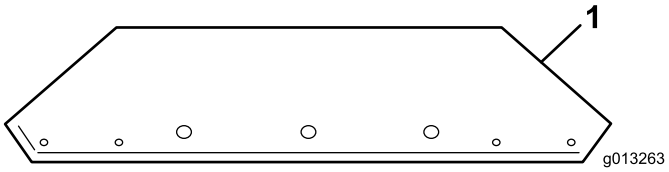
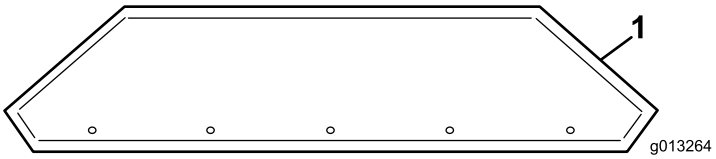

Figuur 10
Figuur 11
1. Neem de uitbreidingen van de hopper uit de kist en ga na welke de voorste en welke de achterste is (Figuur 10 en Figuur 11).